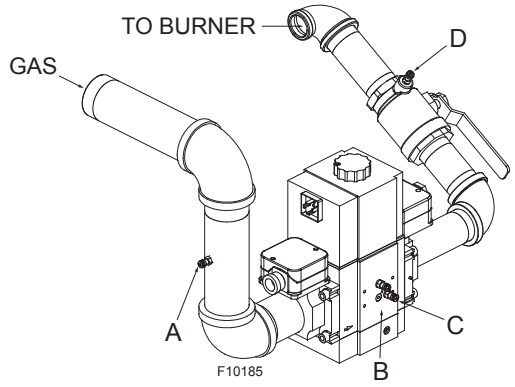

Figure 42. Gas Pressure Measurement Locations
2. Attach (1) 12" scale manometer to an upstream bleedle valve on the gas supply pipe to the heater Measure point “A” in **Figure 42**.
Proper leak testing requires three pressure test points in the gas train. Remove the upper front panel and swing the front J-box out of the way to access the gas valve for this test. Refer to **Figure 42**.
Test point C is a bleedle valve located downstream of both automatic gas valve seats and upstream of the manual valve. Refer to **Figure 42**.